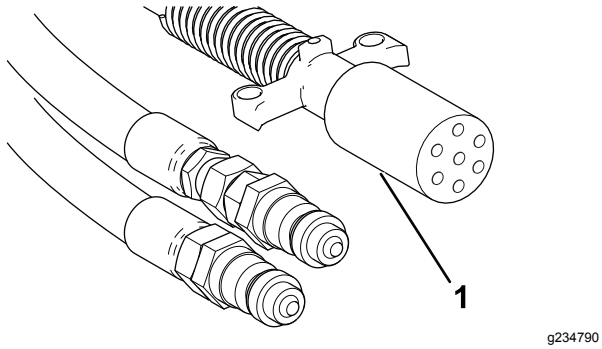

Figuur 21
8. Koppel de krulkabel met 7 contacten aan op het contactpunt van de machine en het trekvoertuig (Figuur 21).